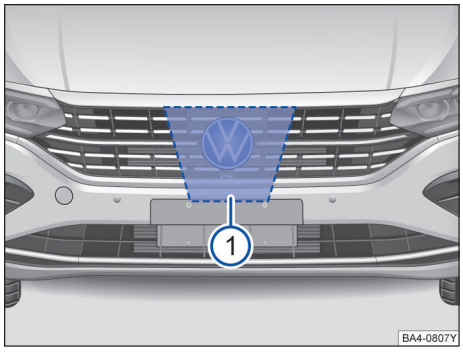

图 131 VW 标志后方的散热器格栅内：雷达传感器 ①
为探测交通情况，VW 标志后方的散热器格栅内安装有一个雷达传感器→ 图 131 ①。因此可识别最远约 100 m 的前车。
雷达传感器前方和四周的区域→ 图 131 不得被贴签、附加大灯、牌照装饰框或其他类似物体遮盖，因为这样做可能会影响车前测距监控系统的功能。